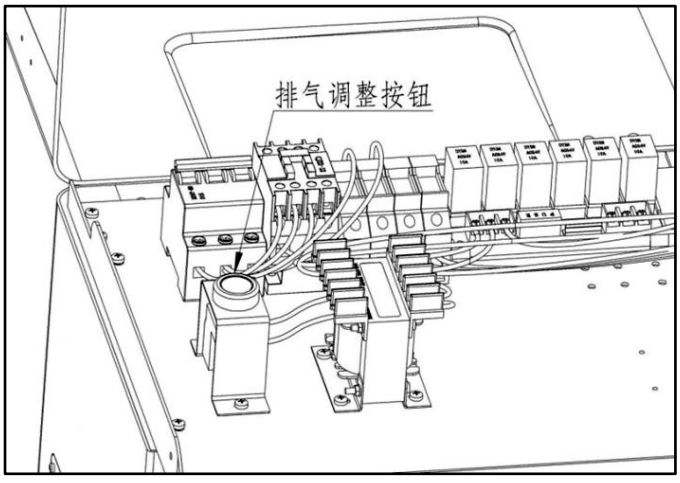

Fig.14 Adjustment button
2. Open the top cover of the control cabinet as Fig 14. Press the air exhausting button(The location of this button may be different due to different lift version.) to lift up the platforms continuously.